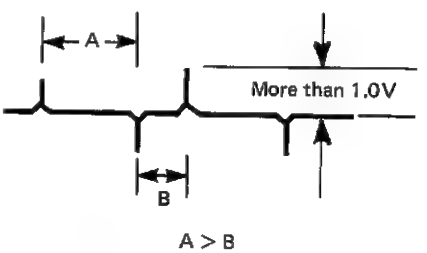

Figure 50. Check of playback control signal
2) Observe waveform at TP-701 with an oscilloscope and check that the requirements given in Figure 50 are met.